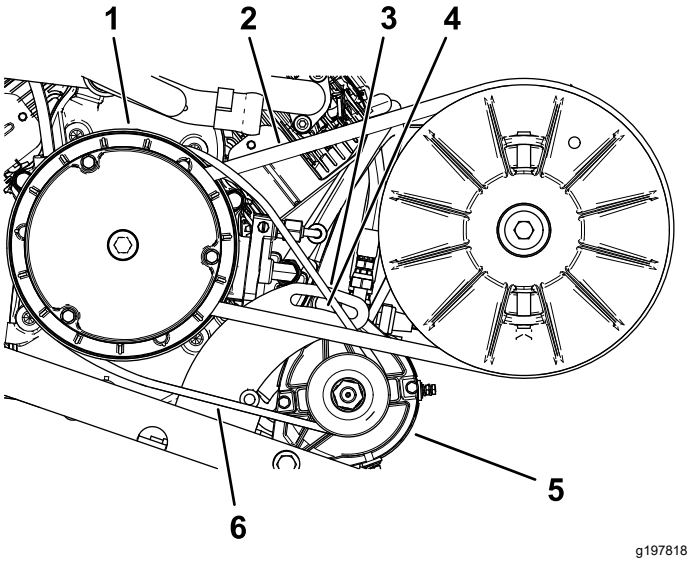

Figur 70
2. Løsn startgeneratorens drejemøtrik (Figur 70).
4. Tryk løftestangen nedad for at dreje starteren ned i åbningen, indtil remmen kun giver en afbøjning på 6,4 mm ved en kraft på 44 N·m (Figur 70).
5. Tilspænd drejemøtrikken med håndkraft, og afmonter løftestangen (Figur 70).